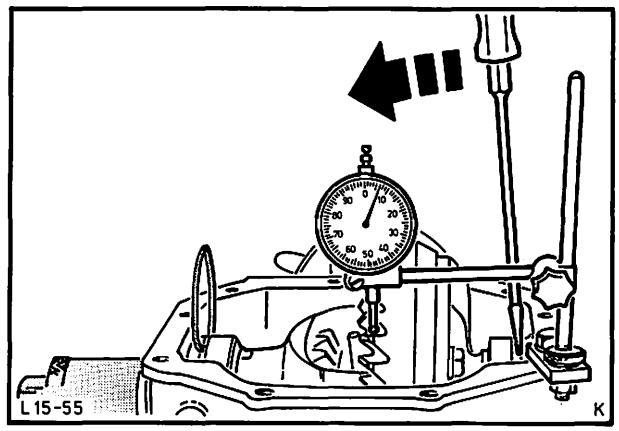

Abb. 84 Ausgleichgetriebe gegen Scheibe drücken und Zahnflankenspiel messen
45. Ausgleichgetriebe mit einem Schraubenzieher gegen diese Scheibe drücken und Zahnflankenspiel messen, Abb. 84.